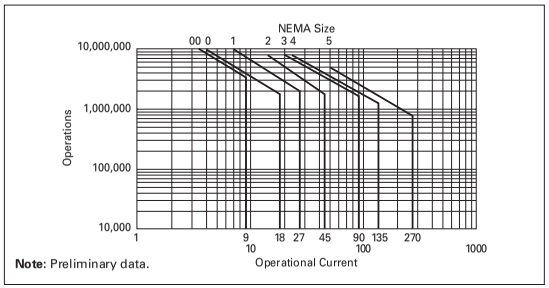
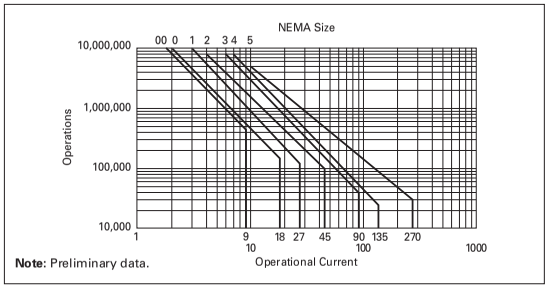

Figure 18-1. Electrical Life — AC-3 Utilization Category
Figure 18-2. Electrical Life — AC-4 Utilization Category
- Decide what utilization category the application is and choose the appropriate curve from **Figure 18-1** or **Figure 18-2**.